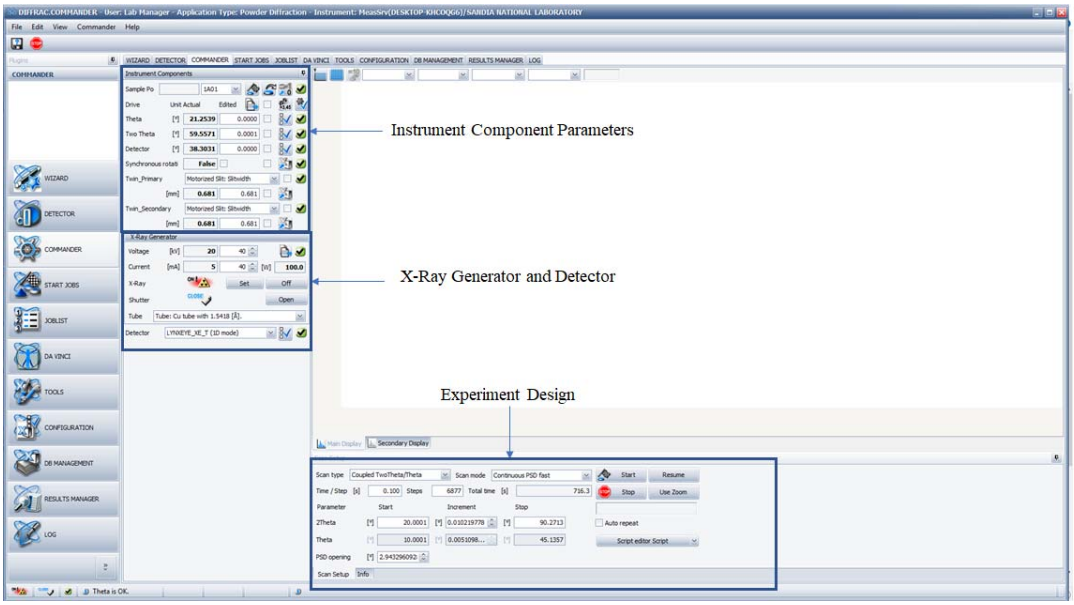

Figure 5. Commander Program Layout
9. Figure 5 shows the set-up of the opened window, with a description of each area
2. Set the generator to 40kV and 40mA in the X-Ray generator and detector box (Figure 5), by typing in the desired values in the editable fields and pressing the “Set” button.